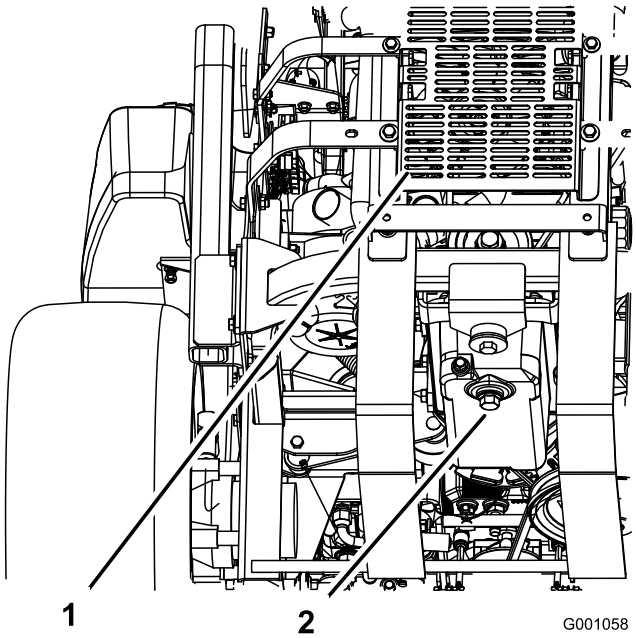

Figuur 44
5. Plaats een opvangbak onder de aftapplug. Verwijder de aftapplug en laat alle olie weglopen (Figuur 44).